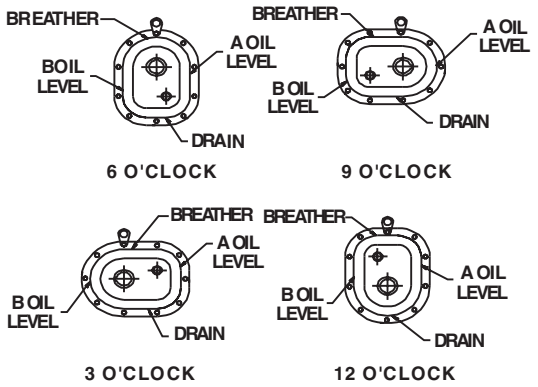

FIGURE 3-1
3.1.1 Figure 3-1 shows the breather, magnetic drain and oil level plug locations for the four standard mounting positions. The breather is installed in the fill hole in the top and the magnetic drain plug is installed in the bottom of the reducer in its relative position. Use oil level "A" for speeds at or below those shown in Table No. 3-1 Use oil level "B" for speeds above those shown in Table No. 3-1. For reducers mounted in other positions, refer to steps 3.1.4 or 3.2.
3.1.3 Refer to lubrication specifications section for the proper viscosity of oil. Remove the oil plug and breather. Fill with oil until it begins to run out the oil level hole. Replace the oil level plug and install breather as shown in Figure 3-1.
3.1.4 Operating positions may vary as much as 10° from the four positions shown in Figure 3-1 and still have adequate oil by using the indicated oil levels. If it is necessary to vary the operating position less than 10° from these positions, complete the following steps. For reducers operating more than 10° from standard position, contact the Emerson Power Transmission Application Engineering Department .